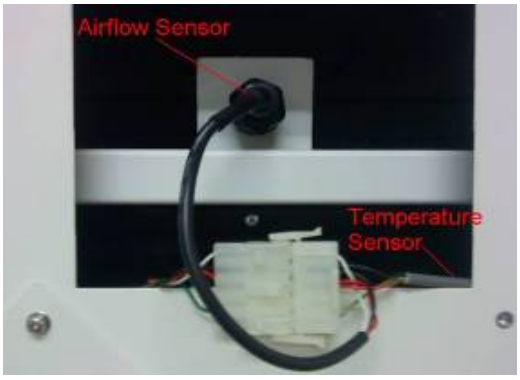
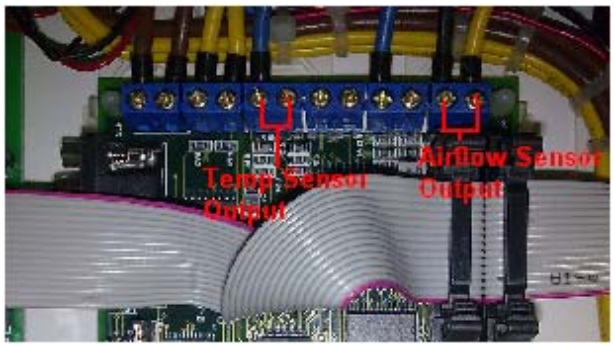

Figure 3-2 Sensor Back Panel Access
Figure 3-3
Sensor Failure / Sensor Misalignment	**A. Air Flow Sensor failure / misalignment** • Airflow sensor is located inside the unit and can be accessed from the back. See figure 3-2 below. It is a stainless steel tube with 2 round holes facing up. **Important to check:** 1. Ensure that the sensor area is not blocked at all and that its through-holes are perpendicular to the filter's surface. 2. Exhaust sensor is attached tightly to the mounting plate. 3. There is no gap between sensor box and filter surface. 4. Sensor box is installed tightly to the cabinet. • Turn off the cabinet. • See Component Layout to locate the main board. • Using DVM, check the sensor's output voltage (DC) at channel AIN1(+) and J1(-) on main board (See drawing 3-3 below). • The voltage should increase if motor voltage is increased and decrease if motor voltage is decreased. • If your observation is different, check sensor connection on the unit (see figure 3-6 below) and at connector D pin 9,10,11,12 on electrical box (see Layout at the end of this section) for any bad/loose connection. • If connection is okay but sensor is still not working properly, replace it. • If airflow sensor is working properly, proceed to next step. **B. Temperature Sensor Failure** • Temperature sensor is located close to airflow sensor inside the unit. See figure 3-2. • Using DVM, check the temperature sensor's output voltage (DC) at channel AIN4(-) and J4(+) on main board (See figure 3-3 below). • 0.01VDC should represent one degree Celsius. For example, if output is 0.25VDC, it indicates temperature of 25°C. Tolerance of ±1°C is acceptable. • Replace temperature sensor if the reading is wrong. • If temperature sensor is working properly, proceed to next step.